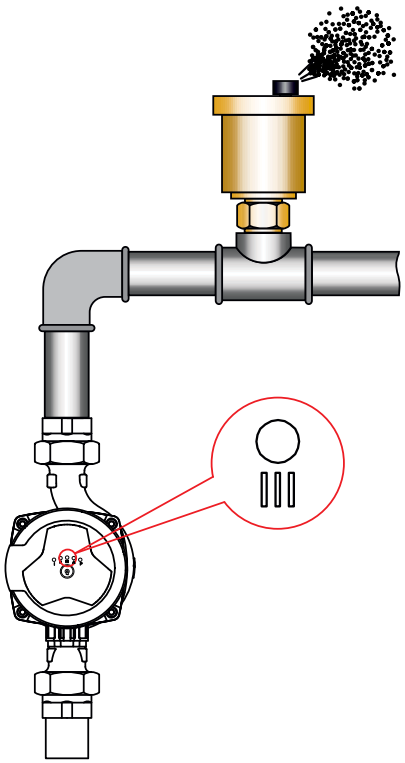

Рис.2 Удаление воздуха из корпуса насоса.
5.16. Для быстрого удаления воздуха из насоса, переведите его на короткое время (зависит от типа и размеров системы) в режим работы с постоянной максимальной скоростью (ПС III) (Рис.2). Воздух из системы удаляется при помощи автоматического клапана, установленного в верхней точке системы отопления.